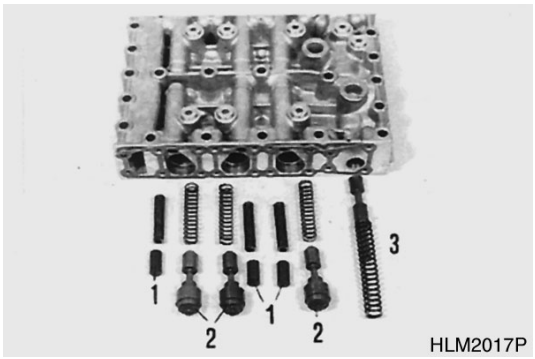

Figure 90
1. Figure 90, shows the following components:
2. Install components according to Figure 90.